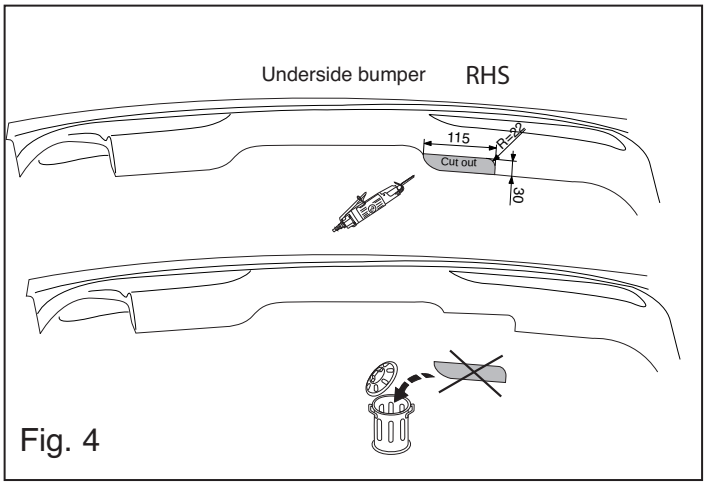

Fig. 4
10. Выпилить обозначенную часть, как указано на рис. 4.